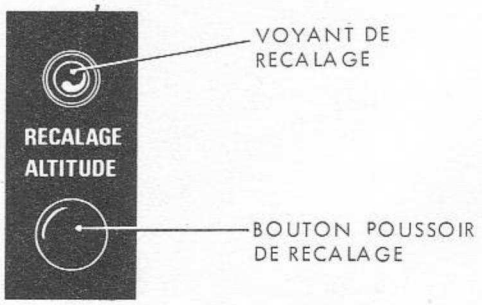

FIGURE 14 - BOITIER DE RECALAGE ALTITUDE
11.2.2.2.4 - Boîtier recalage altitude (Fig. 14)